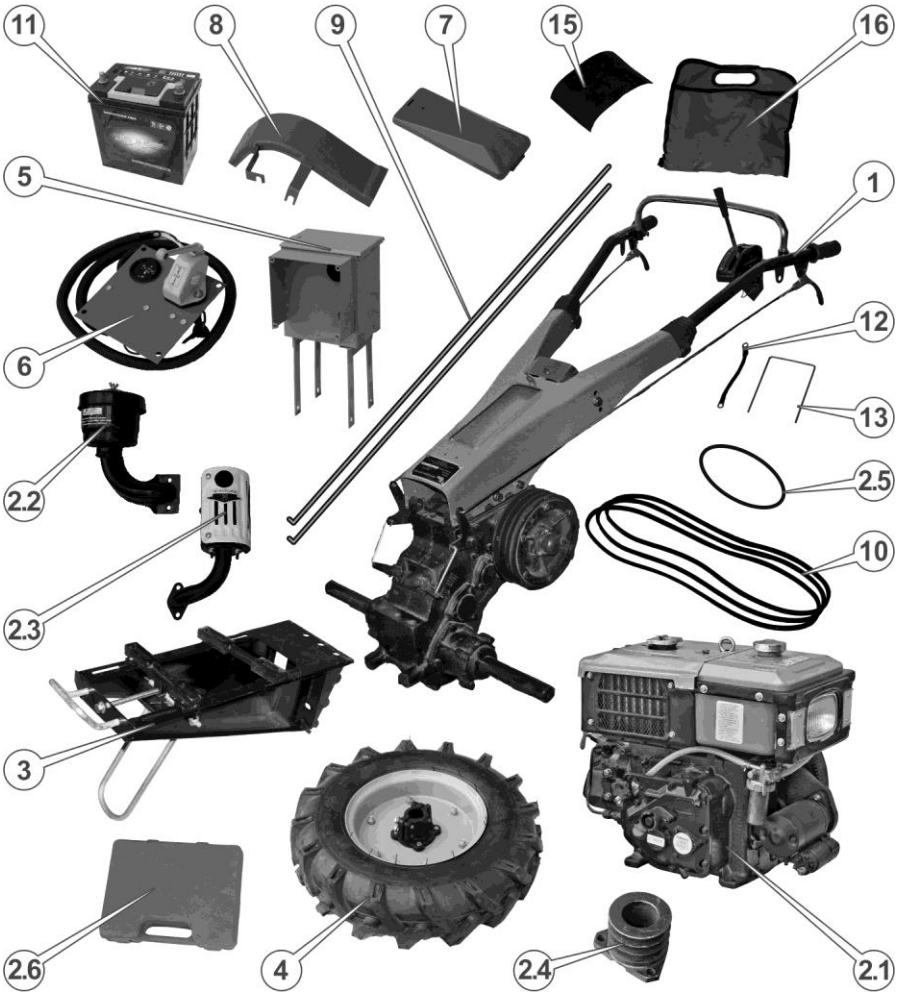

Рисунок 10. – Комплектація у розібраному стані
У разі поставки в розібраному стані мотоблок має комплектацію (див. рис. 10.):
17. Інструкція з експлуатації (не зображено на рис. 10.)
2. Виставити редуктор в зборі з кермом (див. рис. 10) на рівній твердій поверхні в горизонтальному положенні, у разі необхідності – використовувати підпори.